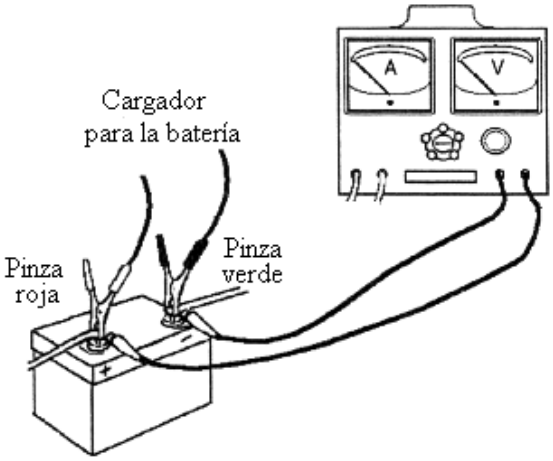

Figura 26
1. Conectar el voltímetro y el cargador como se muestra en la Figura 26.